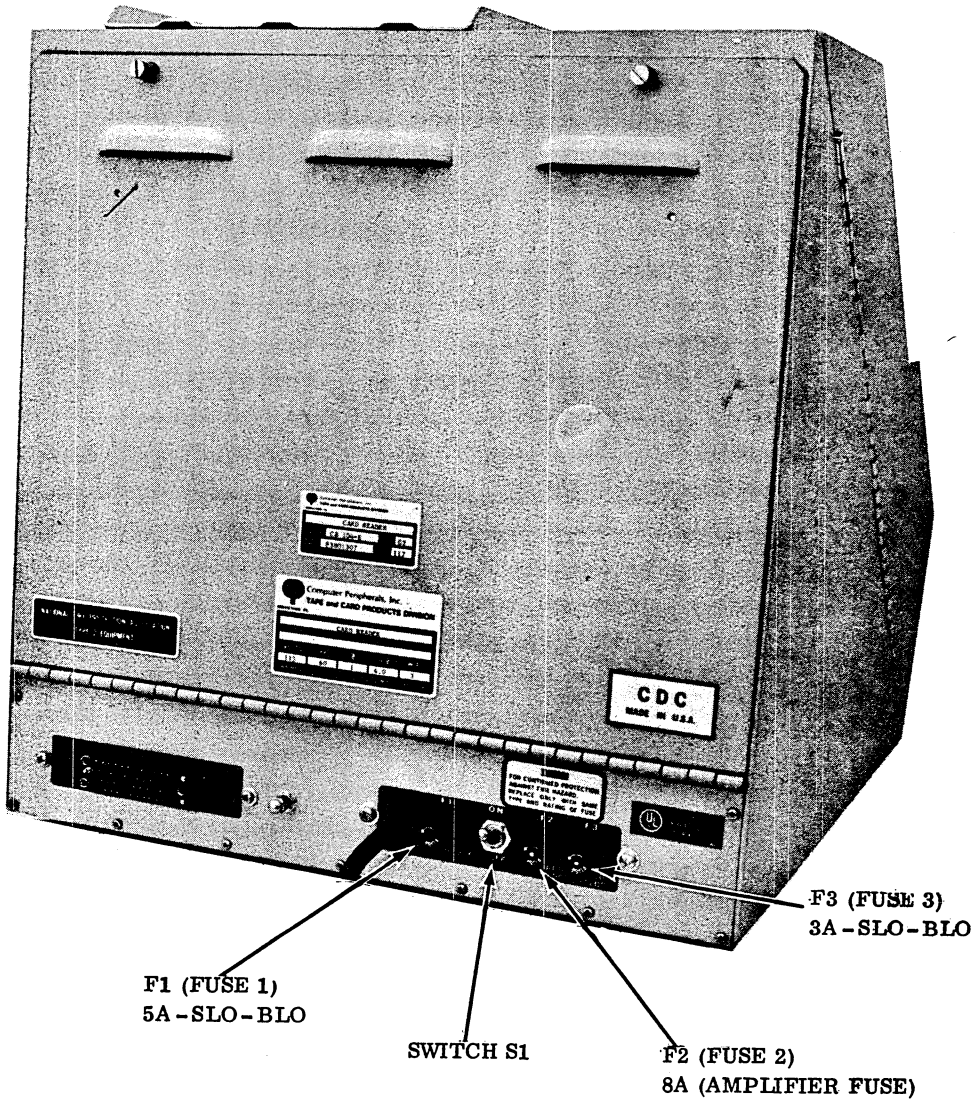

Figure 6D-1. Card Reader Main Power Switch
1. Check that the card reader ac power cord is connected to the site power distribution box in the equipment cabinet (figure 6D-1).
To turn the power off, place rear-panel toggle switch S1 down (see figure 6D-1). The POWER ON indicator extinguishes.